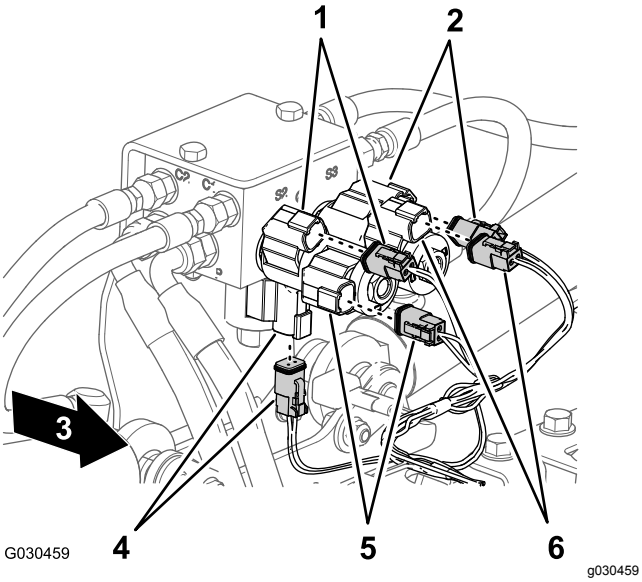

Figuur 39
4. Koppel achteraan de machine de volgende busconnectors met 2 contacten (Figuur 39) voor het verdeelstuk van de hefcilinder los: